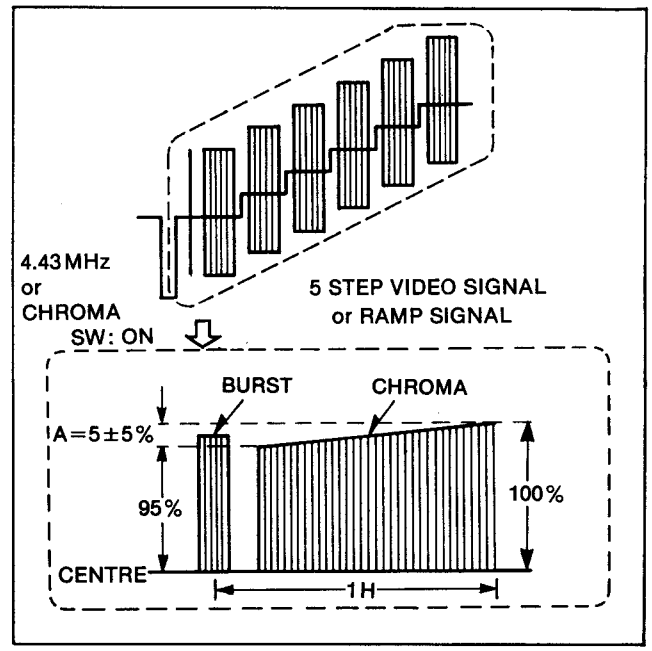

Figure E26
3. Adjust VR8004 as shown in Figure E26.